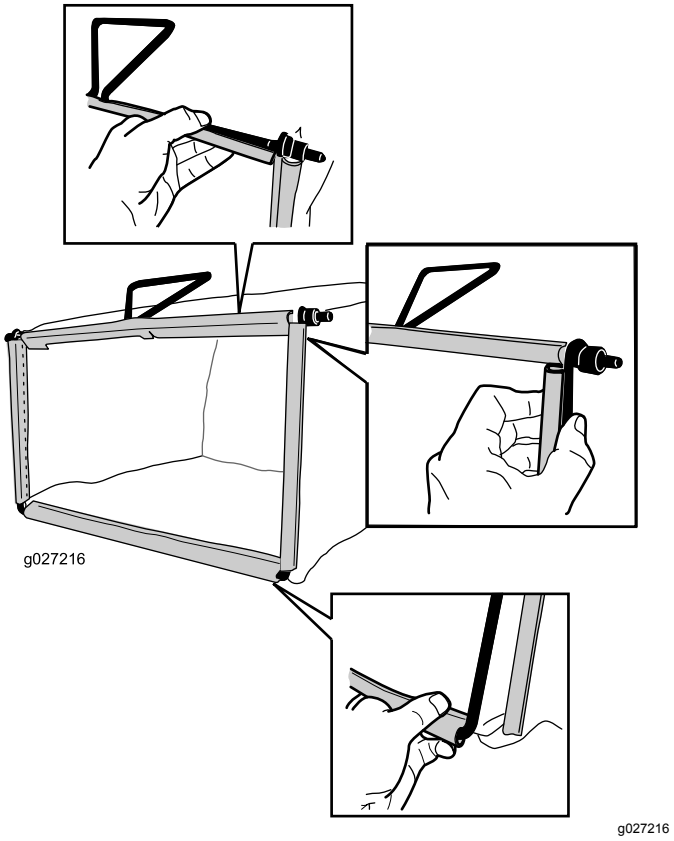

Bild 8
2. Haken Sie den unteren Kanal des Grasfangkorbs an der Unterseite des Rahmens ein (Bild 8).
3. Haken Sie die oberen und seitlichen Kanäle des Grasfangkorbs an der Oberseite und der Seite des Rahmens ein (Bild 8).